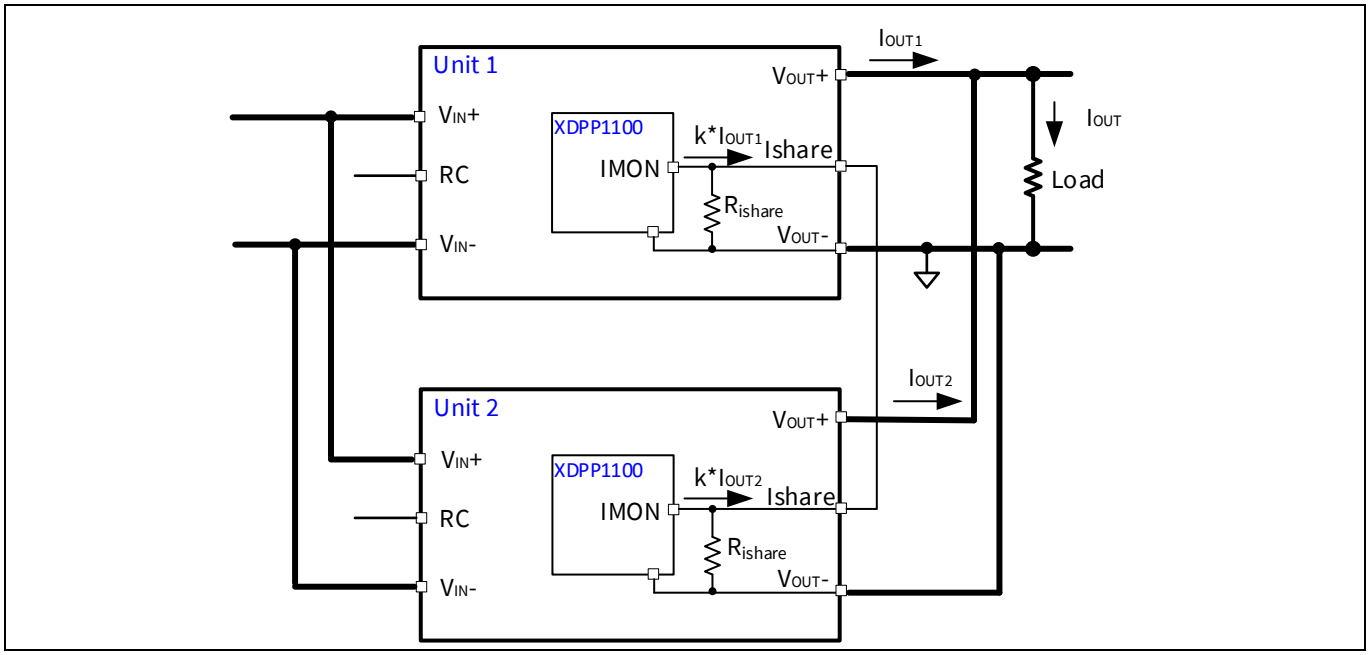
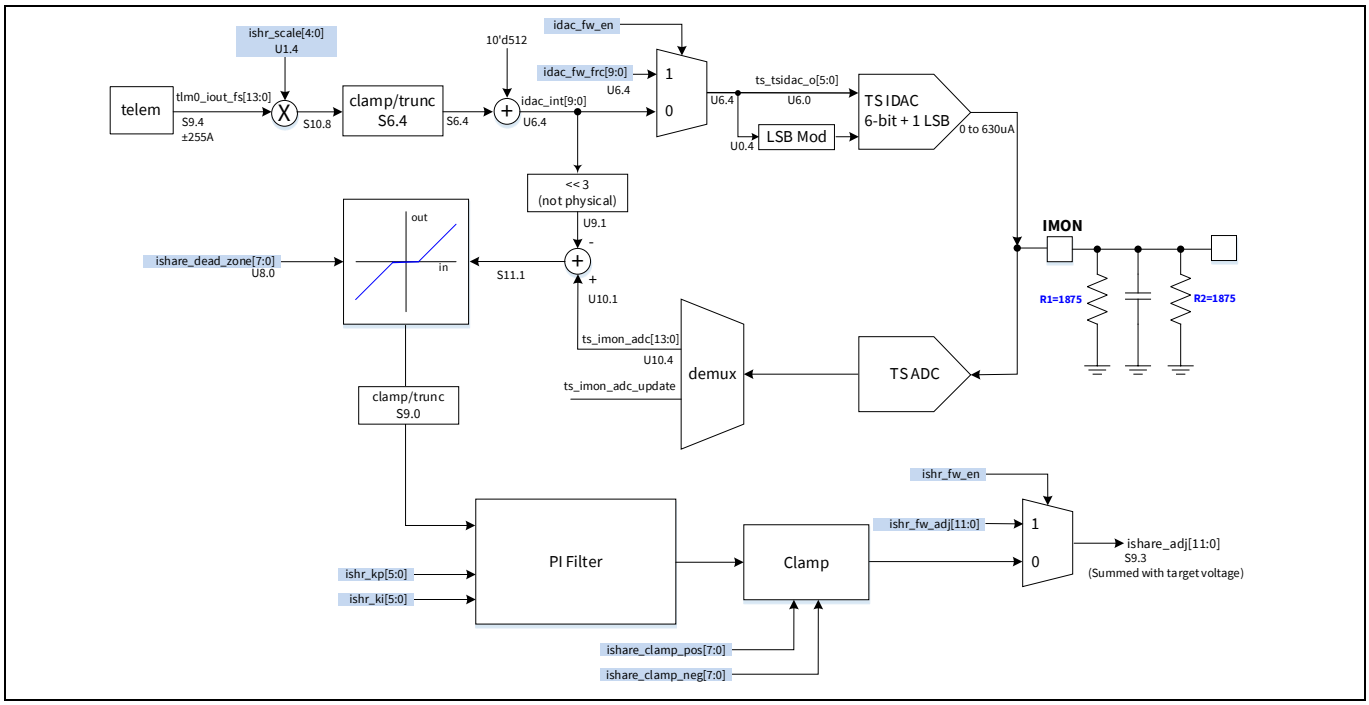

Figure 85 Active current sharing example with two units in parallel with simultaneous module start-up
Figure 86 Simplified current sharing block diagram
For active current sharing, the XDPP1100 IMON pin is used to share the current information between power supplies. An example system with two XDPP1100-based power supplies connected in parallel is shown in Figure 85.
A block diagram of the current sharing function including the connections to the current DAC and TSADC is shown in Figure 86.
The scaled current from the telemetry block is further scaled by a factor of 8 (the left shift by 3 shown in Figure 86) to align the LSBs of the TS IDAC and the TS ADC.
- If parallel modules are all enabled simultaneously from start-up, R_{ishare} is connected between IMON pin and ground (Figure 85 and Figure 86)